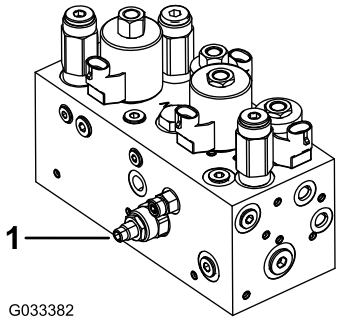

Figur 47
Kretsen for løfting og senking av klippeenheten leveres med en mengderegulatorventil (Figur 47). Denne ventilen er forhåndsjustert til ca. tre omdreininger åpen fra fabrikken, men det kan hende den må justeres for å kompensere for forskjeller i hydraulikkvæsketemperaturer, klippehastighet osv.
1. Hev setet, og finn mengderegulatorventilen på den midtre trekkrammen (Figur 47) som er plassert på siden av hydraulikkmanifolden.